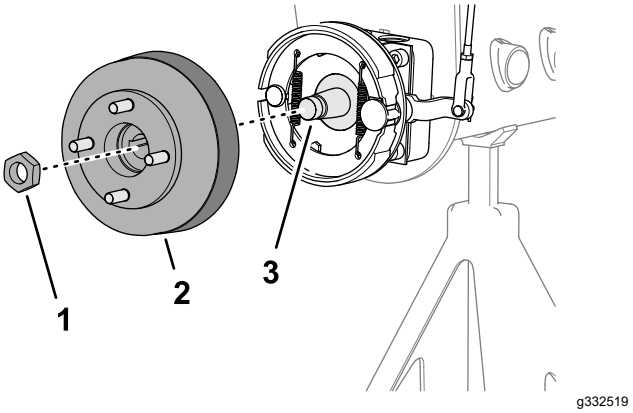
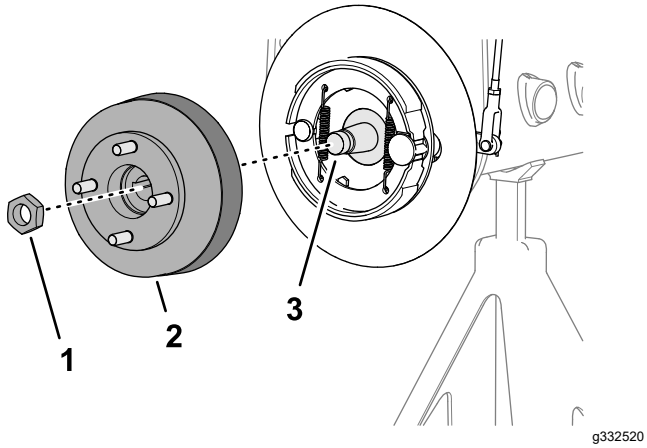

**Figuur 73**
**Figuur 74**
3. Monteer de wielnaaf en de remtrommel op de wielmotoras (Figuur 73 of Figuur 74).
4. Bevestig de wielnaaf aan de as met de borgmoer (Figuur 73 of Figuur 74) en draai met de hand aan.